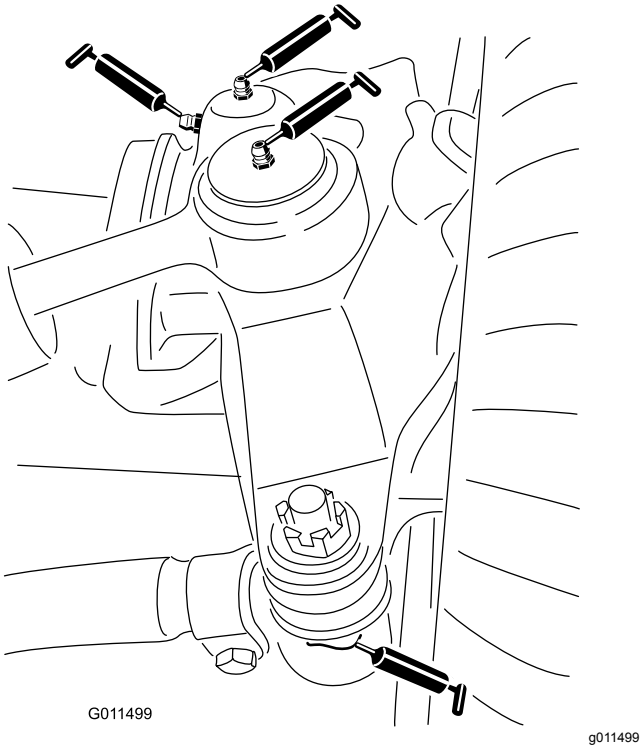

Figuur 66
- 2 kogelverbindingen van de stuurcilinder (Figuur 66)
- 2 kogelverbindingen van de trekstang (Figuur 66)
- 2 lagerbussen van de koppelpen (Figuur 66).